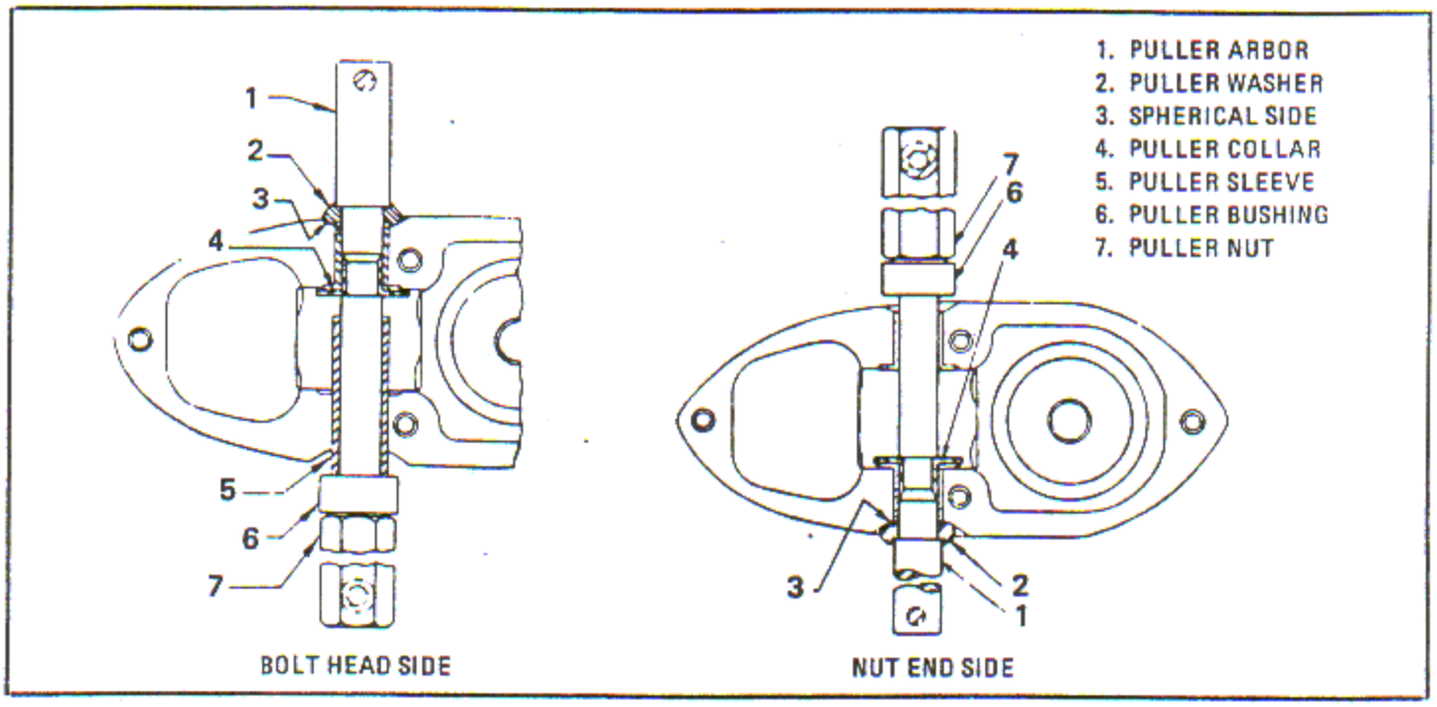

Figure 6-161. Installing New Bushing in Bolt Head and Nut End Sides
a. Place collar of puller (4, figure 6-161) in new bushing as shown.
b. Assemble puller washer (2) with spherical side toward cylinder.
a. Place collar of puller (4, figure 6-161) in new bushing on nut end side.
b. Assemble puller washer (2) on puller arbor (1) as shown. Use spherical side of washer toward cylinder.
c. Insert puller bushing (6) on bolt head side and turn puller handle until bushing flange is seated tight in cylinder counterbore. Check with a 0.0015 inch feeler gage to ensure the bushing flange is seated against the rocker box.